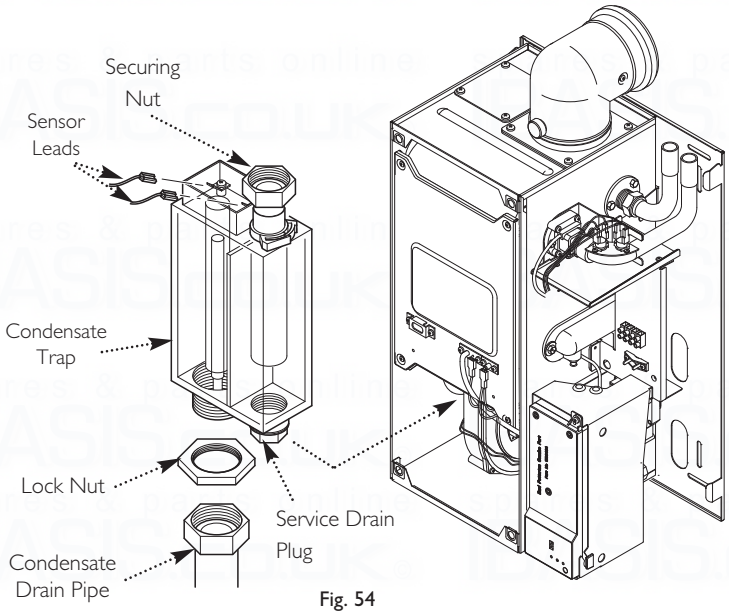

Fig. 54
15.9 Condensate Trap (Fig. 54)